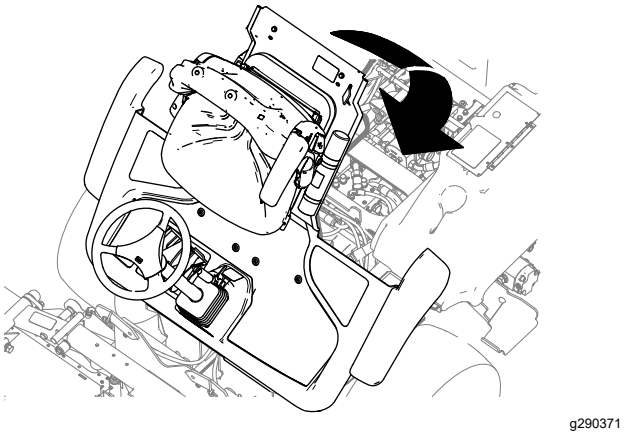

Figur 44
1. Sänk försiktigt ner plattformen (Figur 44).